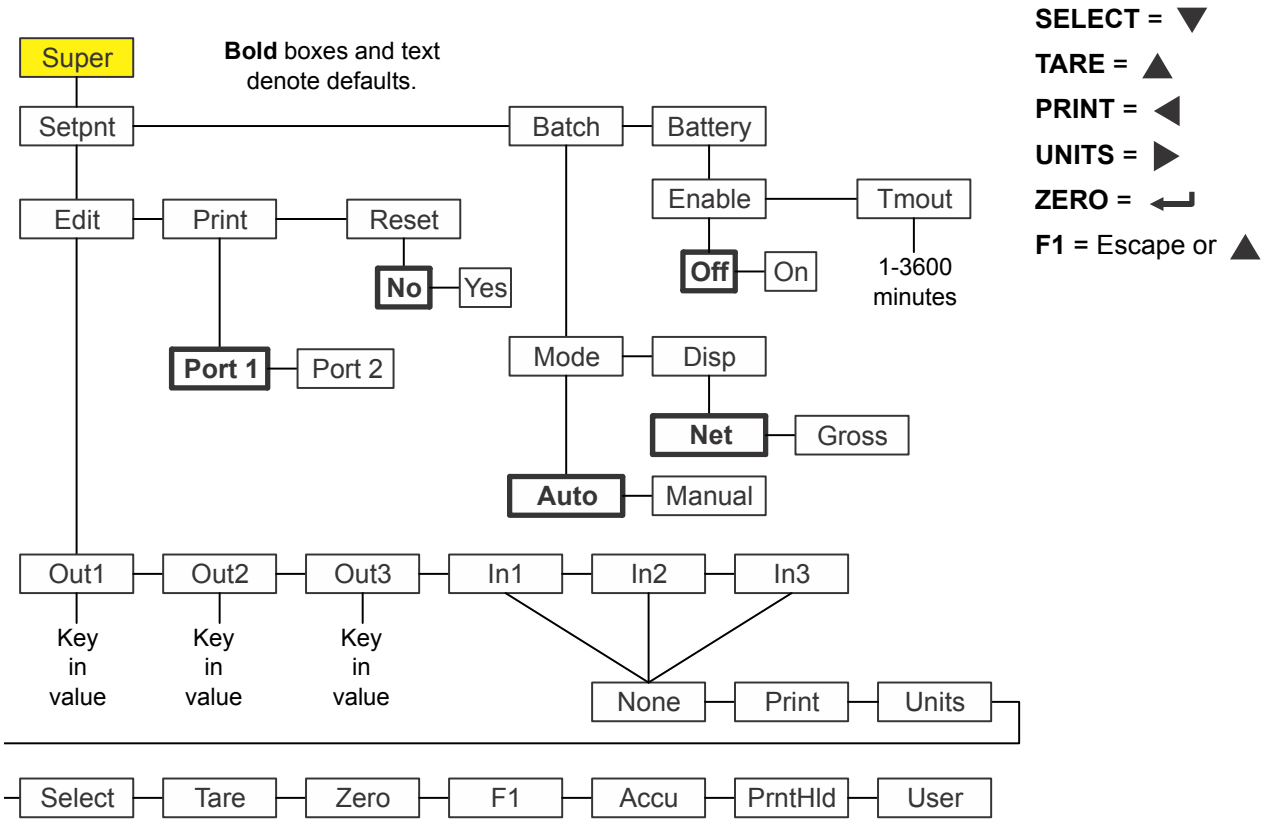

Figure 8.5 Supervisor menu for the Batching application
Figure 8.5 shows the Supervisor menu when you are in the Batching application:
*The **Setpnt** and **bAttErY** submenus in Figure 8.5 are the same as described in General Weighing application supervisor menu on page 40. Go there for information on those submenus. The unique submenus to this application are described below.*